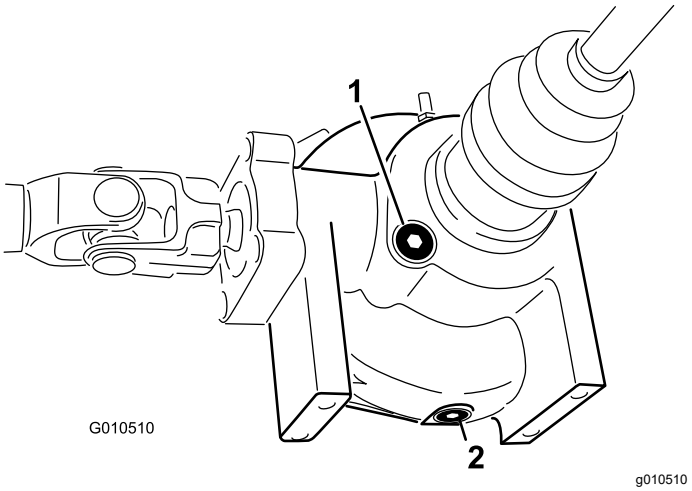

**Figur 21**
2. Rengör området runt påfyllnings-/kontrollpluggen på differentialens sida (Figur 21).